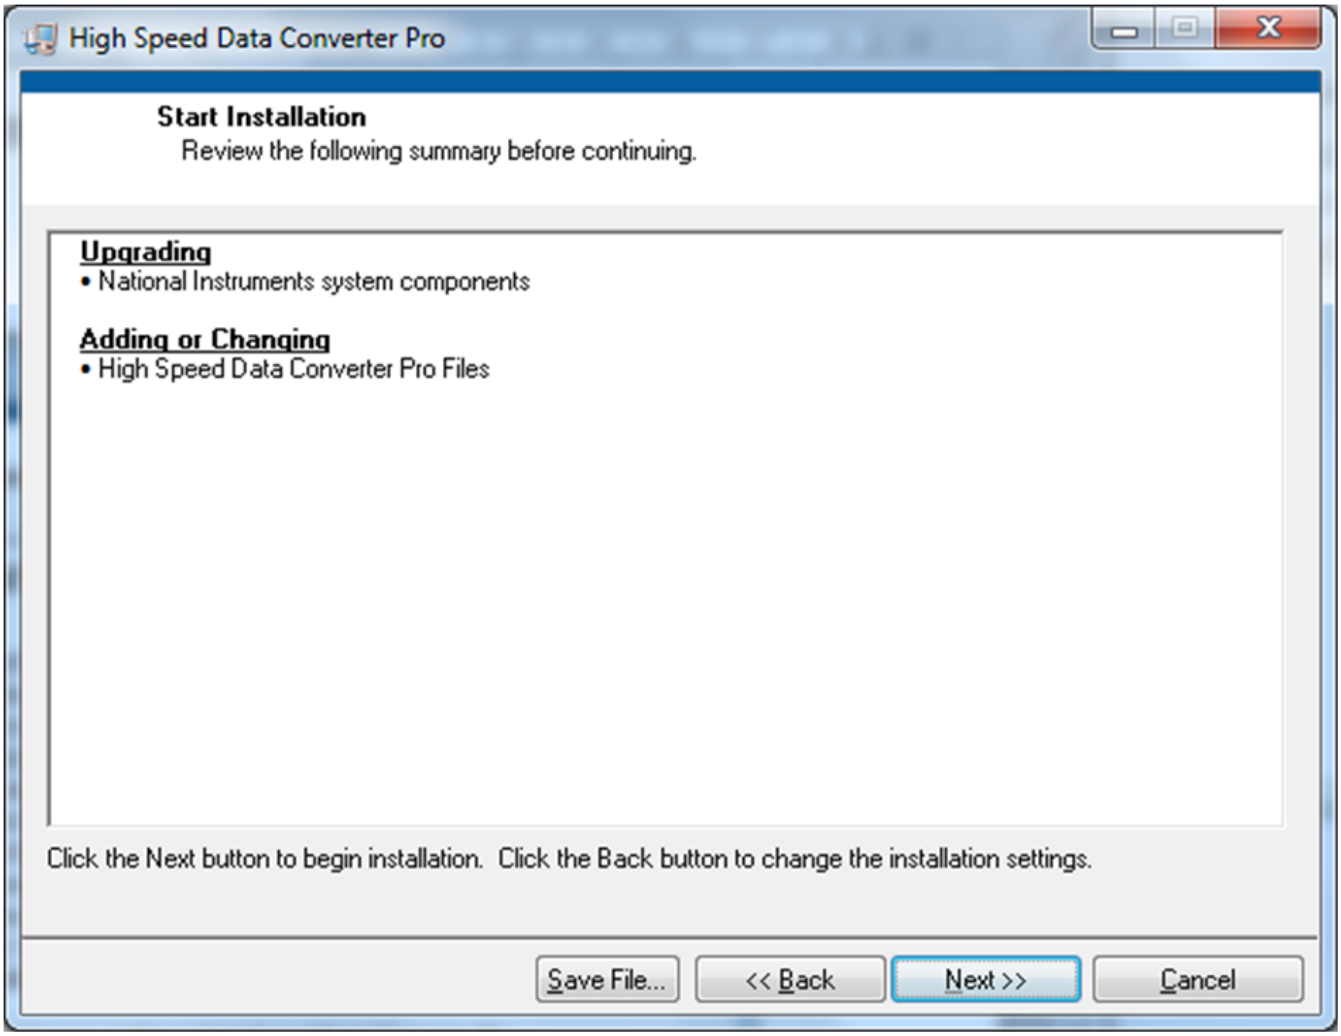

Figure 27. HSDCPro Install (Start Installation)
- Press the *Next* button as shown in Figure 27.